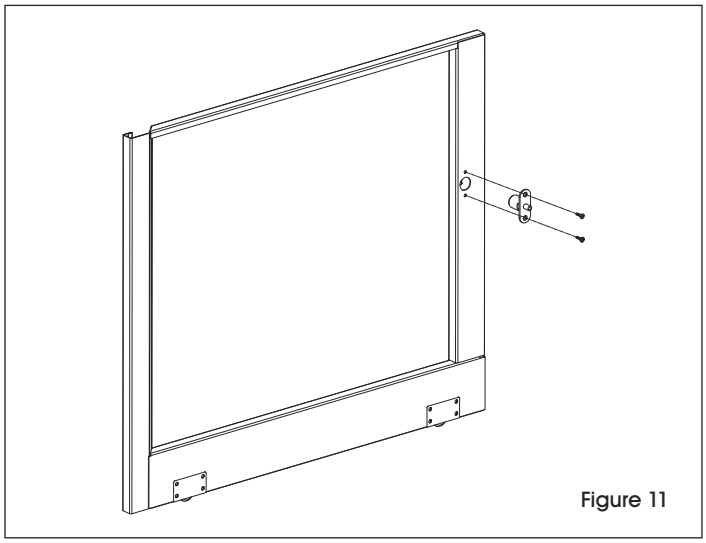

Figure 11
12. From inside of door, align bolt holes and push lock through hole. Secure lock to door using a Phillips screwdriver and two small Phillips head bolts. (See Figure 11)